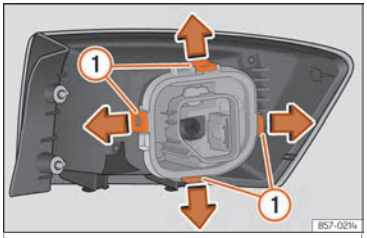

Abb. 62 Befestigungslaschen Rückseite Heckleuchte.
– Bauen Sie den Lampenträger aus, indem Sie die Befestigungslaschen ››› **Abb. 62** ① entriegeln.